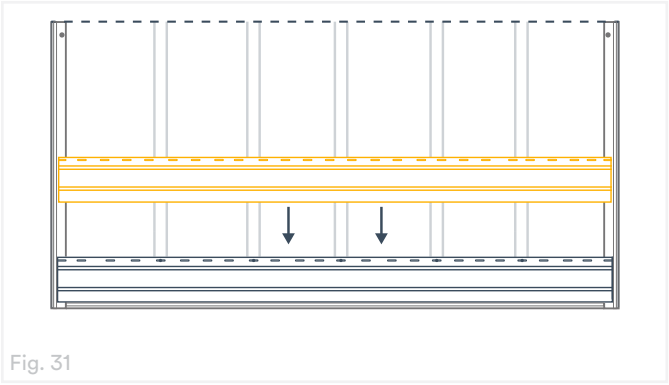

Fig. 31
9. Place the next panel on top of the previous one, ensuring both ends of the panel are aligned (Fig. 31).